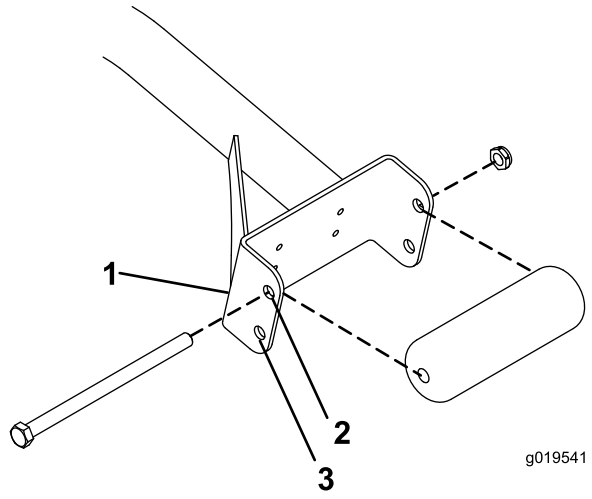

図 3
- 27インチのカッティングユニットの場合、サポート・アセンブリのチャネルの上穴にローラを取り付ける（図 3）。
- 32インチのカッティングユニットの場合、サポート・アセンブリのチャネルの下穴にローラを取り付ける（図 3）。